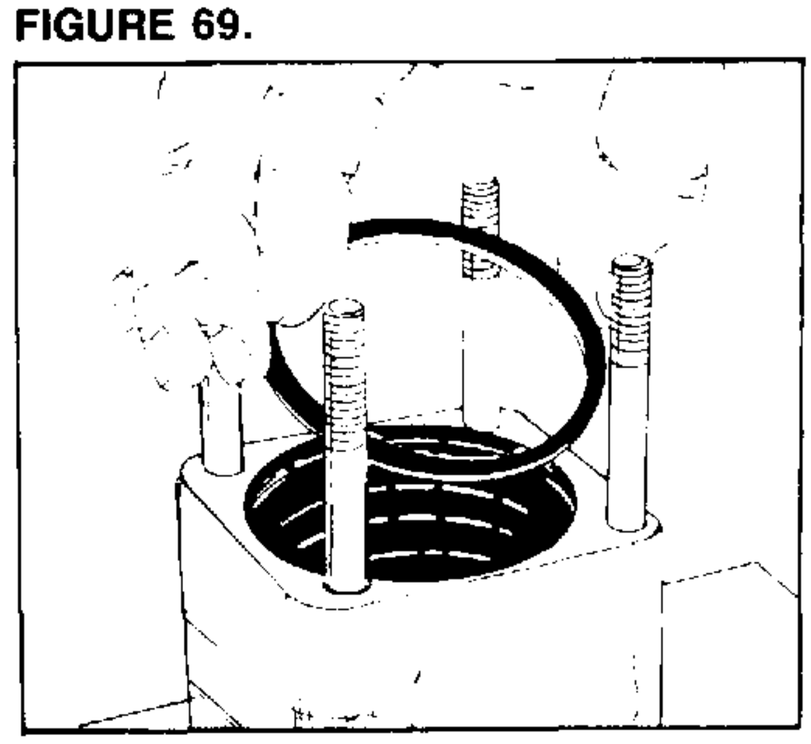

FIGURE 70.
install bearing spacer 23. Place the bearing spacer (27) onto the face of the upper cover plate (32). See figure 70.